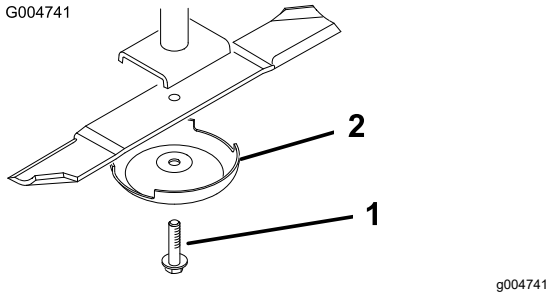

Figuur 141
3. Verwijder de mesbout, de antiscalpeercup en het mes van de as (Figuur 141).